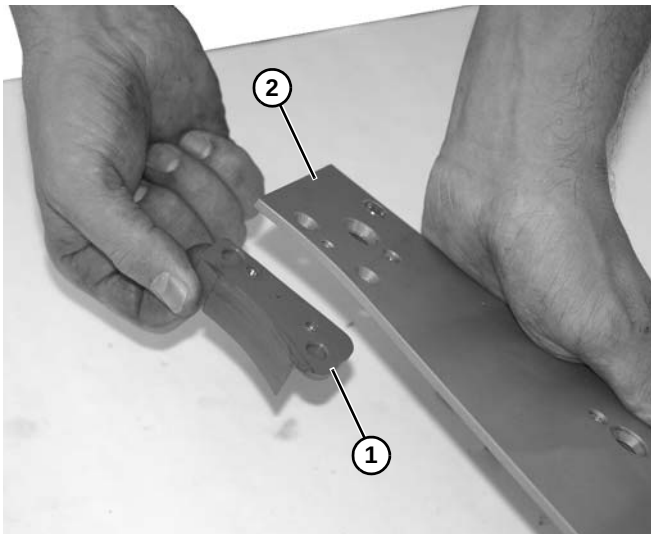

Figure 78
4. Remove lower retaining guide **(Figure 78, item 1)** from drive plate **(Figure 78, item 2)**.